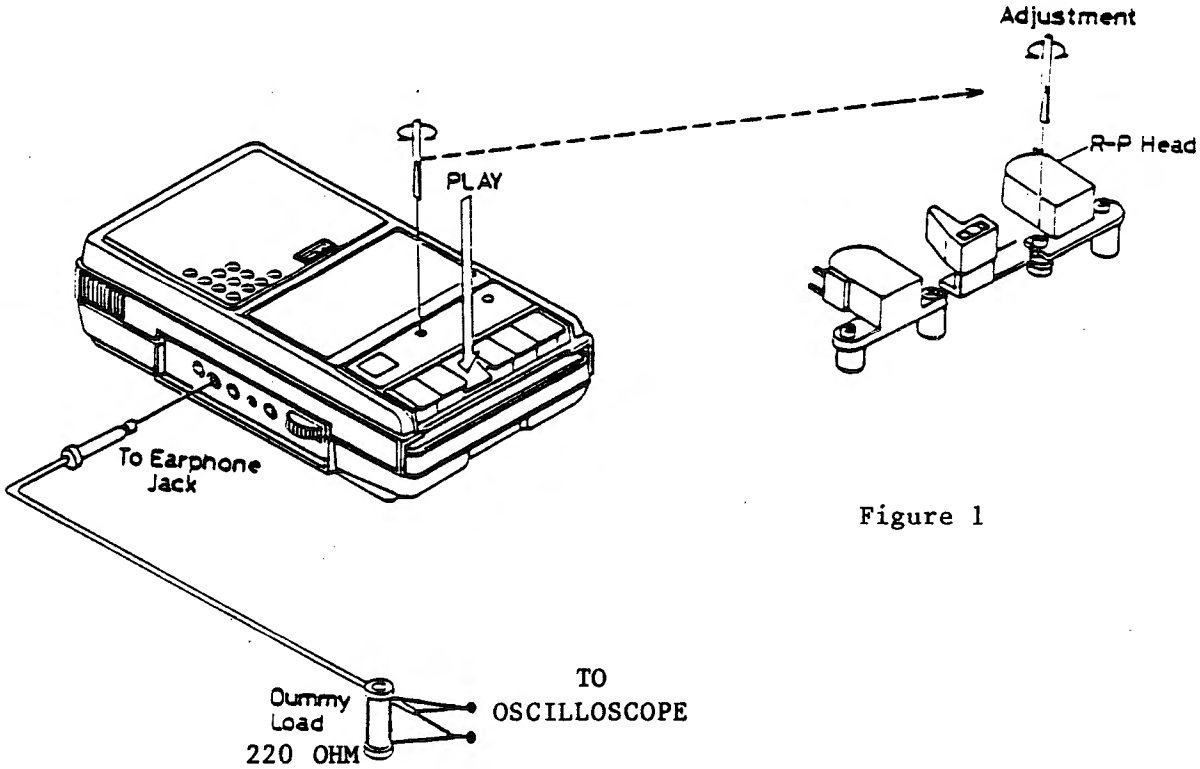

Figure 1
D. If recorder is out of tolerance insert small screwdriver through the hole on top of the recorder (may have to open recorder) and adjust to obtain equal amplitude readings from both sides of the tape. (See figure 1)